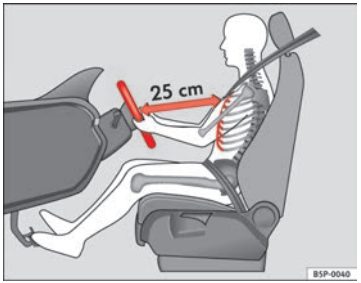

Fig. 136 Proper sitting position for driver
– Adjust the steering wheel until the correct position is set ⇒ Fig. 136.
- **Adjust the driver seat or steering wheel so that there is a distance of at least 25 cm between the steering wheel and your chest ⇒ Fig. 136. If you fail to observe the minimum distance, the airbag will not protect you. Risk of fatal injury.**